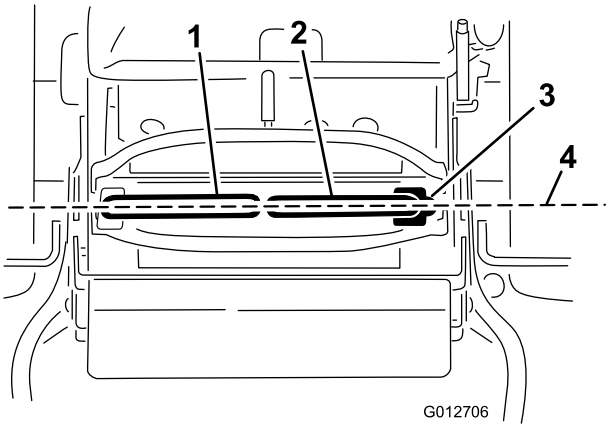

**Figur 70**
**Vigtigt: Kontroller, at plæneklipperens sporing er korrekt efter justering af bevægelseshåndtagene. Justering af sporing og indstilling af bevægelseshåndtagene for til bag er samme procedure (Figur 70).**
1. Når den vandrette justering er gennemført, skal justeringen for til bag kontrolleres ved at skubbe bevægelseshåndtagene en smule fremad for at opfange evt. slæk i bevægelseshåndtagenes ledforbindelser (Figur 70).